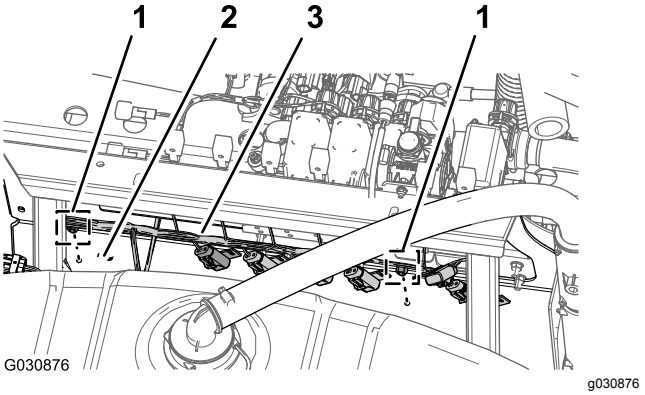

Figur 56
3. Fjern skubbefastgørelsesanordningen, der fastgør det bageste ledningsnet til hullerne på den forreste side på manifoldbeslaget (Figur 56).